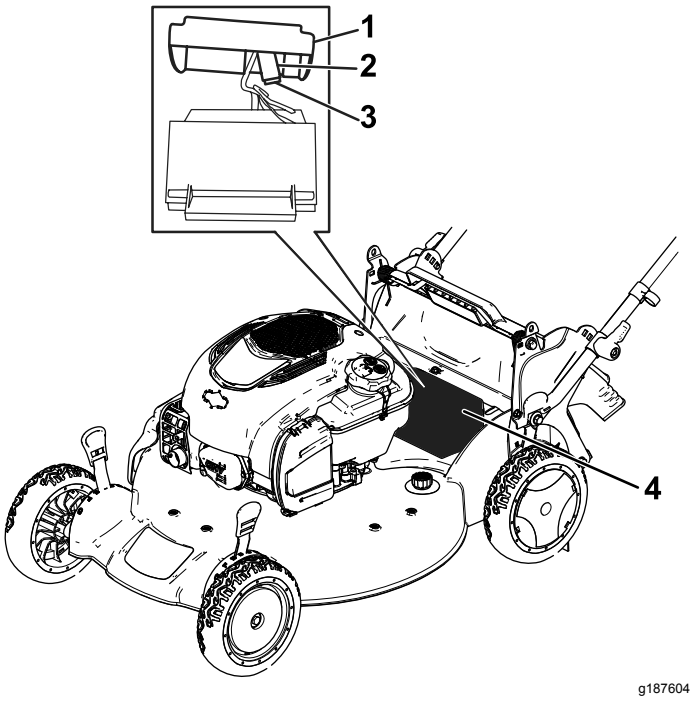

Figuur 36
1. Verwijder het deksel van de accubehuizing (Figuur 36).
2. Verwijder de accu en ga naar de zekering (Figuur 36).
3. Vervang de zekering in de zekeringhouder (Figuur 36).
4. Plaats het deksel op het accucompartiment (Figuur 36).